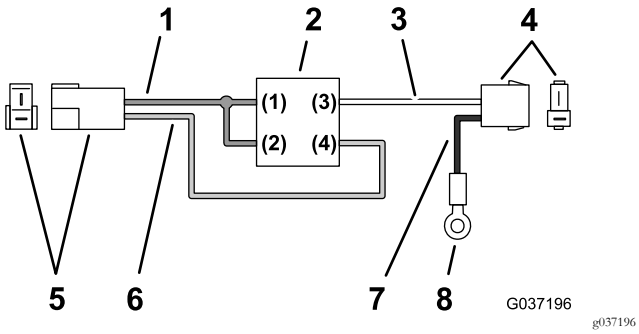

Figur 19
1. Leta reda på relä- och kablageenheten enligt Figur 19.